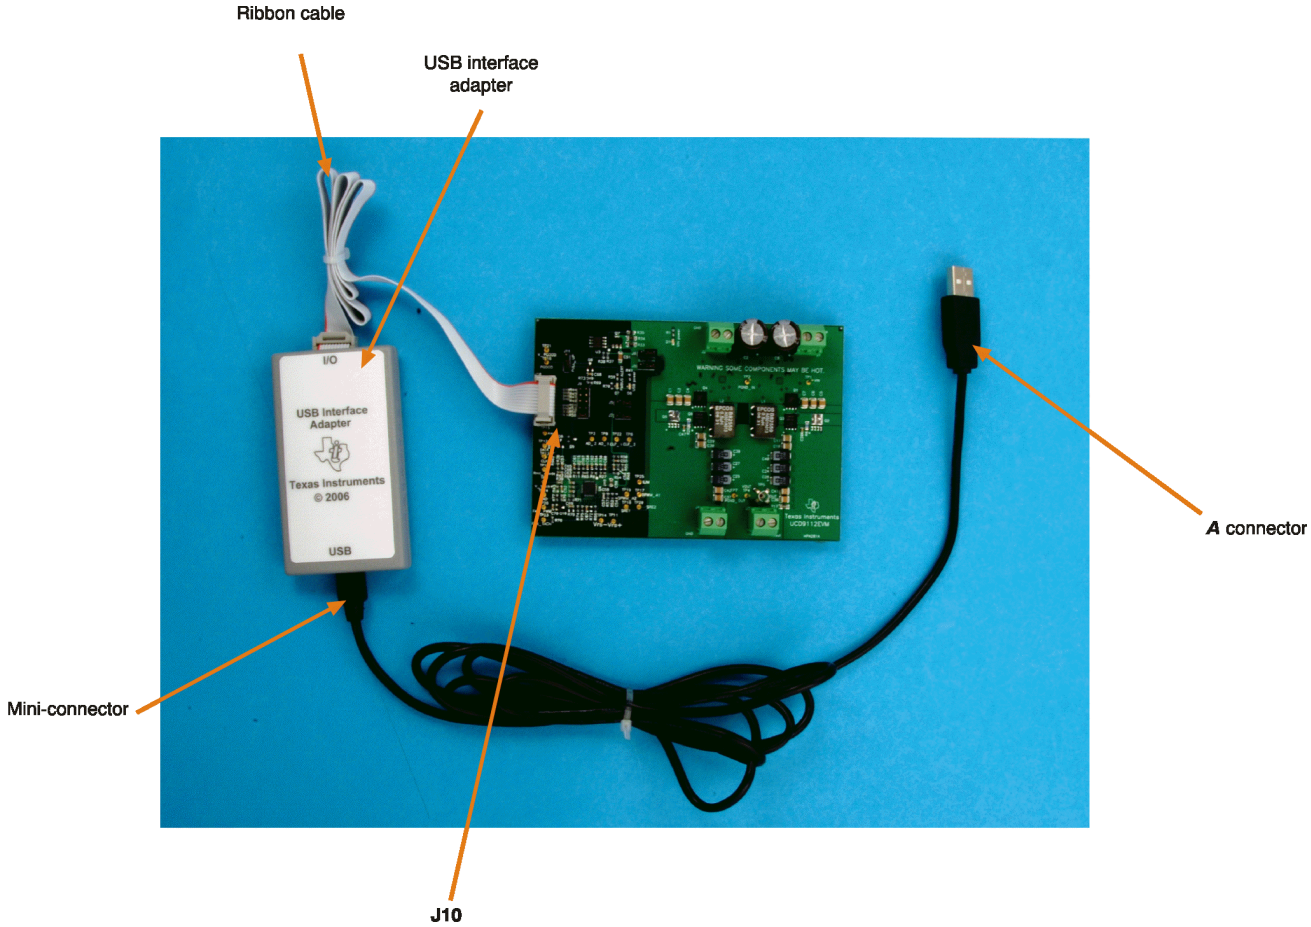

Figure 2. Connection Between EVM and Host
2. Connect the mini-connector on the USB cable to the USB interface adapter, and connect the *A* connector to the USB port of the host. This connection is shown in Figure 2.